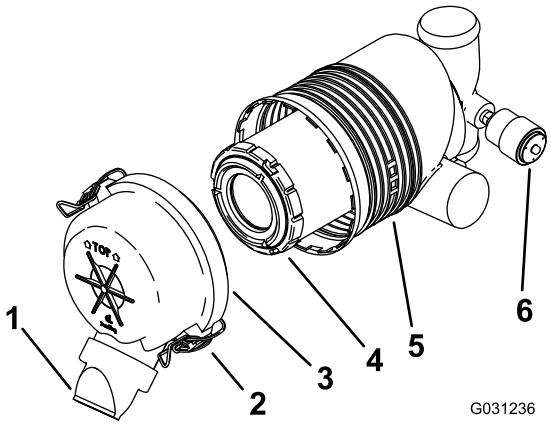

Rysunek 44
Ważne: Serwis filtra powietrza wykonuj tylko wtedy, gdy wskaźnik serwisowy wskazuje kolor czerwony (Rysunek 44). Zbyt wczesna wymiana filtra powietrza może jedynie zwiększyć ryzyko wprowadzenia zanieczyszczeń do silnika po zdjęciu filtra.
4. Zwolnij zatrzaski znajdujące się na filtrze powietrza i zdejmij pokrywę filtra powietrza z obudowy filtra (Rysunek 44).
1. Delikatnie wysuń filtr powietrza z obudowy (Rysunek 44).
4. Ostrożnie zamontuj filtr (Rysunek 44).
5. Załóż pokrywę filtra powietrza stroną oznaczoną jako TOP do góry i zabezpiecz zatrzaskami (Rysunek 44).